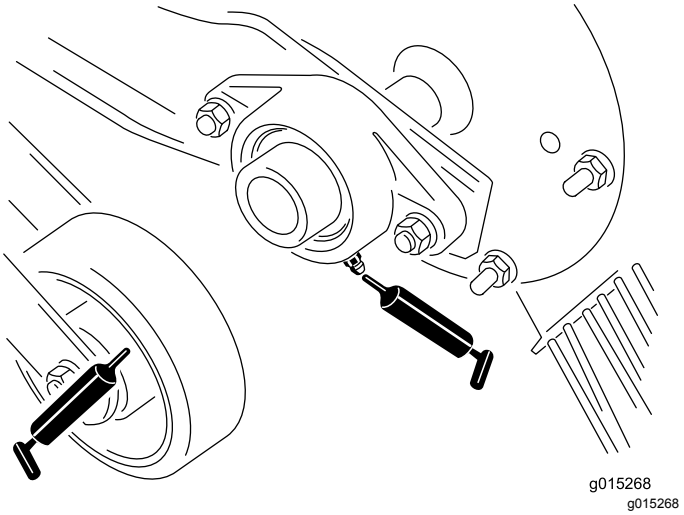
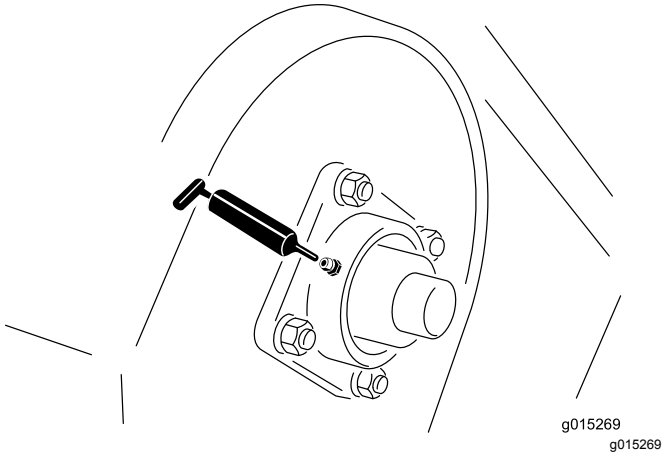
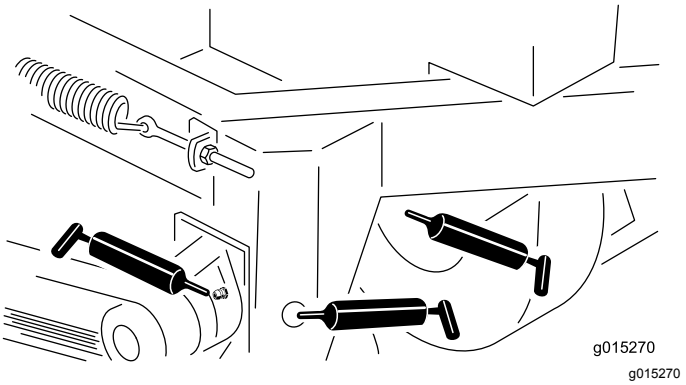

Figuur 11
Figuur 12
Figuur 13
2. Pomp vet in het lager of de lagerbus (Figuur 11, Figuur 12 en Figuur 13).